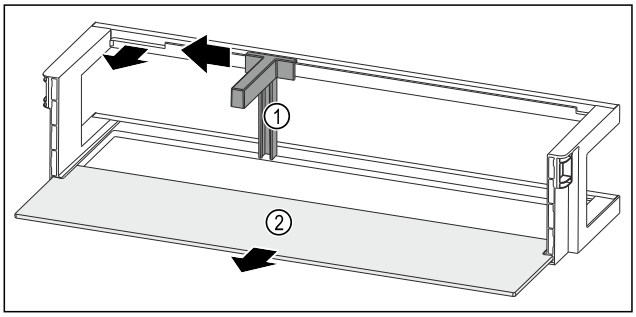

Fig. 65 Durvju plaukts ar pudeļu turētāju un plauktu
▶ Pabīdiet pudeļu turētāju *Fig. 65 (1)* līdz padziļinājumam uz sānu.
▶ Izņemiet pudeļu turētāju *Fig. 65 (1)*.
▶ Izņemiet plauktu *Fig. 65 (2)*.